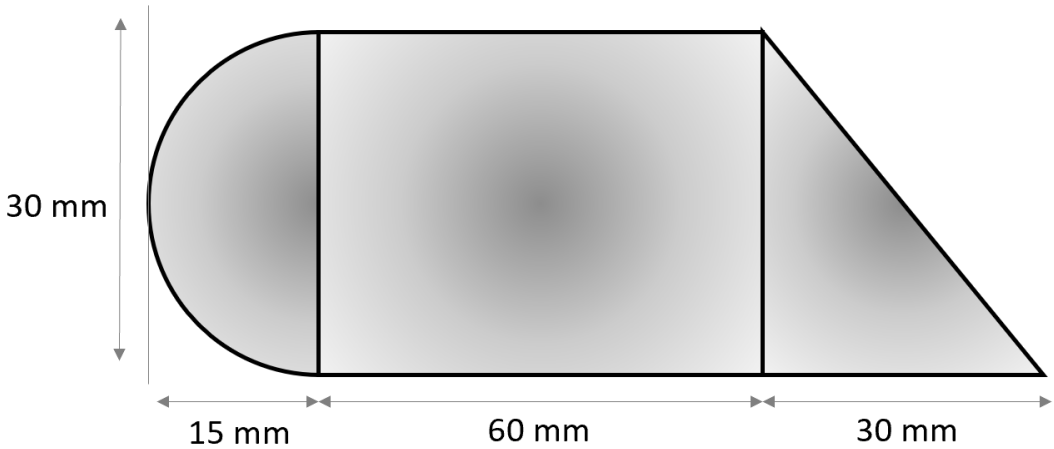

Figure 3
d) Find the centroid of the section shown in Figure 3. (**20 marks**)